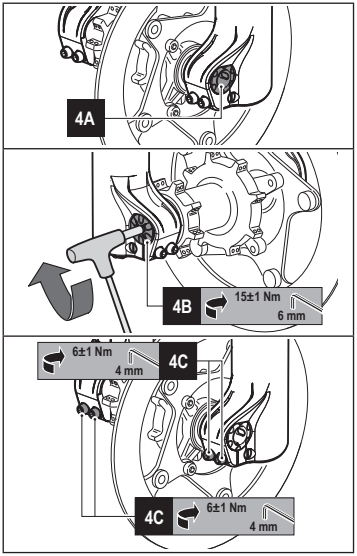

Abbildung 4 - *ø20mm Taperwall Steckachse: Laufradbefestigung*
Vor jeder Benutzung überprüfen, ob das Steuerkabel der Bremsanlage fest und sicher mit der zugehörigen Halterung verbunden ist (siehe 4B/ 4C in Abbildung 4).
- Die Mitte des Rads mit den beiden Radachsen ausrichten (siehe **4A** in **Abbildung 4**).
- Die Radachse durch die linke Radaufnahme, das Rad und die rechte Radaufnahme schieben (siehe **4A** in **Abbildung 4**).
- Die Radachse mit dem vorgesehenen Moment (**15±1Nm**) anziehen, dazu mit einem 6mm-Inbusschlüssel an der Bolzenkappe drehen (siehe **4B** in **Abbildung 4**).
- Die Schrauben an den beiden Radaufnahmen mit einem 4mm-Inbusschlüssel mit dem vorgesehenen Moment (**6±1 Nm**) in der Reihenfolge "**1-2-1**" anziehen (siehe **4C** in **Abbildung 4**)